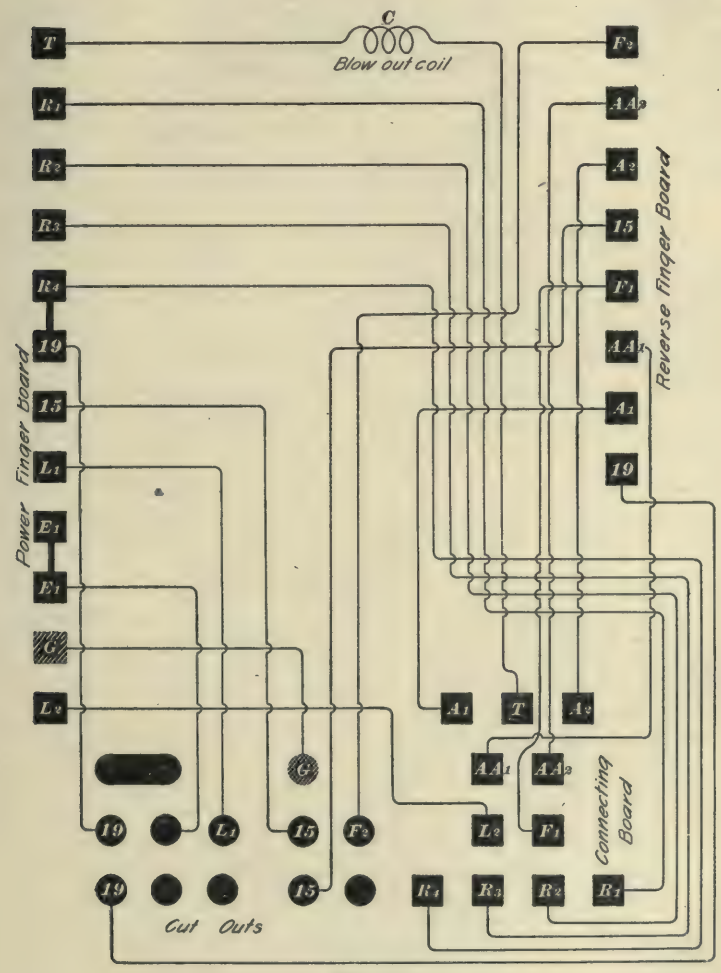

FIG. 17.
**33.** Fig. 17 shows the internal connections of the K2 controller. Every man that works on controllers should have